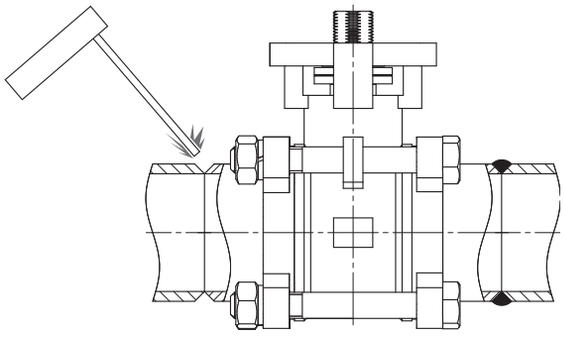

Рис. 4
1. Для приварки кранов предпочтительно использовать электросварку. Для кранов до DN 150 мм возможно применение газовой сварки. (Рис. 4)